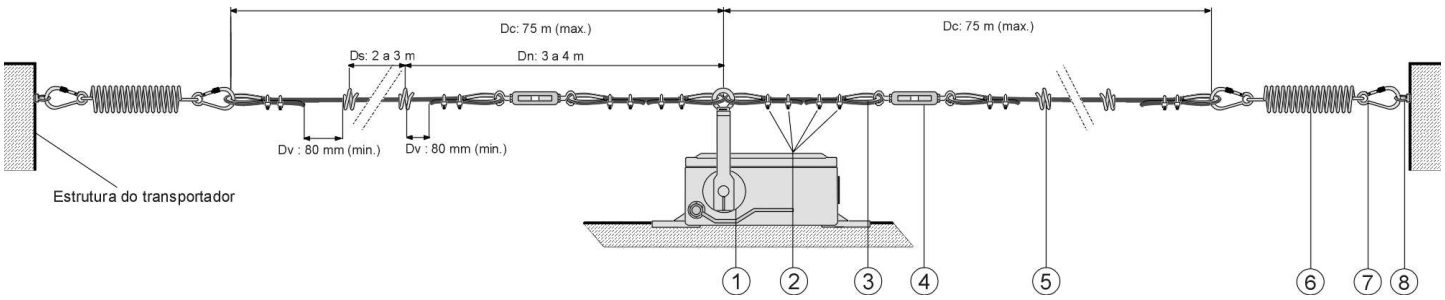

Fig. 1 – diagrama de montagem da chave com os acessórios
4.1 Fixar os parafusos olhais, suportes de cabos e a chave de emergência na estrutura do transportador conforme fig. 1.
4.6 Destravar a chave. Neste momento, a alavanca deve ficar aproximadamente na posição vertical (como no diagrama da fig. 1). Para fazer o ajuste fino de posição da alavanca, feche um dos esticadores, girando o seu corpo até que a alavanca da chave fique na posição vertical. Se necessário, ajuste o outro esticador.